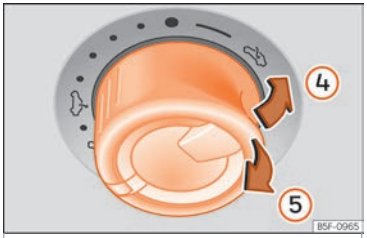

Fig. 13 On the internal roof: press or pull the knob to raise the sunroof and close it.
- Lift: Push the switch to position ››› Fig. 13 ④. For an intermediate position, hold down the switch until you reach the desired position.
- Lower: pull the switch to position ››› Fig. 13 ⑤. For an intermediate position, hold down the switch until you reach the desired position.